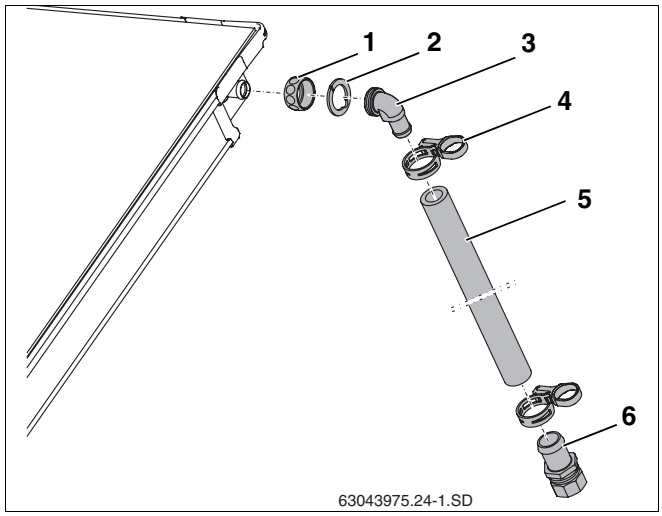

Abb. 35 Vorlaufleitung montieren
- Überwurfmutter (Abb. 35, **Pos. 1**) über Kollektoranschlüsse schieben.
- Klemmscheibe (Abb. 35, **Pos. 2**) hinter die Wulst des Kollektoranschlusses legen und zusammendrücken.
- Winkeltülle mit O-Ring (Abb. 35, **Pos. 3**) an Anschluss drücken, ausrichten und mit Überwurfmutter verschrauben.
- Langen Solarschlauch (1000 mm, Abb. 35, **Pos. 5**) auf die Winkeltülle aufschieben und mit Federbandschelle (Abb. 35, **Pos. 4**) fixieren.
- Schlauchtülle mit Klemmringverschraubung (Abb. 35, **Pos. 6**) bis zum Anschlag in den Solarschlauch stecken und mit Federbandschelle fixieren.
- Sammelleitung an die Schlauchtülle R¾ mit Klemmringverschraubung (18 mm) anschließen (Abb. 35, **Pos. 6**).